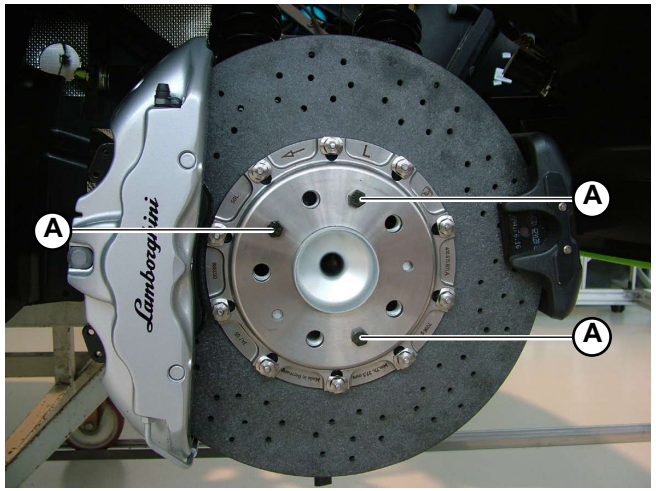

Fig.1
1. Loosen the 3 brake disk mounting bolts (**A-Fig.1**).